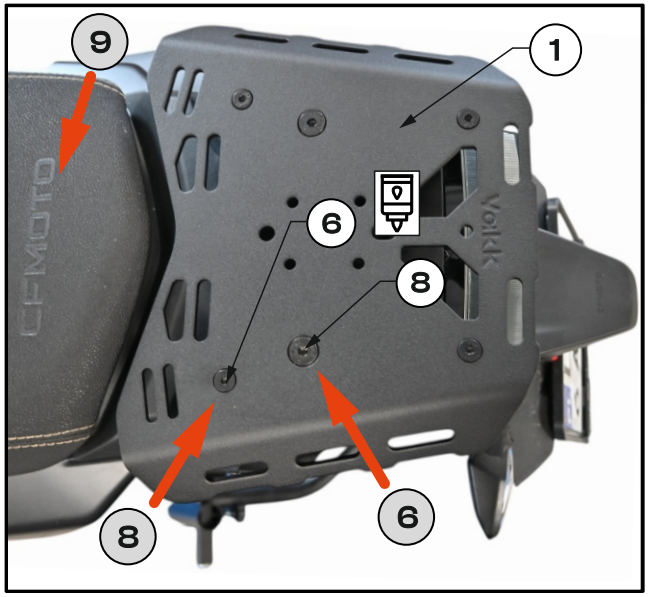

Fig. 9
8. Fasten the Rack plate **[1]** usign bolts **[6]. [Fig. 9]**
9. Reinstall the seat. **[Fig. 9]**